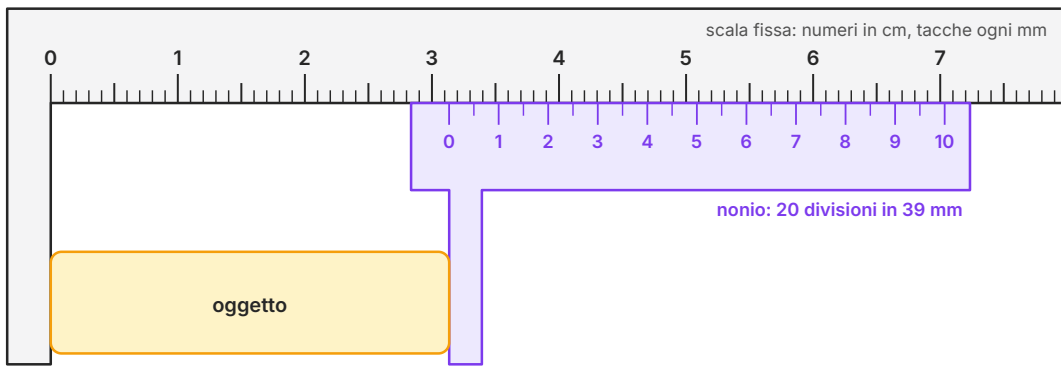

Figura 4.7 Calibro ventesimale per l'esercizio 15 (nonio di 20 divisioni in 39 mm).
15. ●● Leggi la misura indicata dal calibro ventesimale della Figura 4.7 e scrivi il risultato con la sua incertezza.